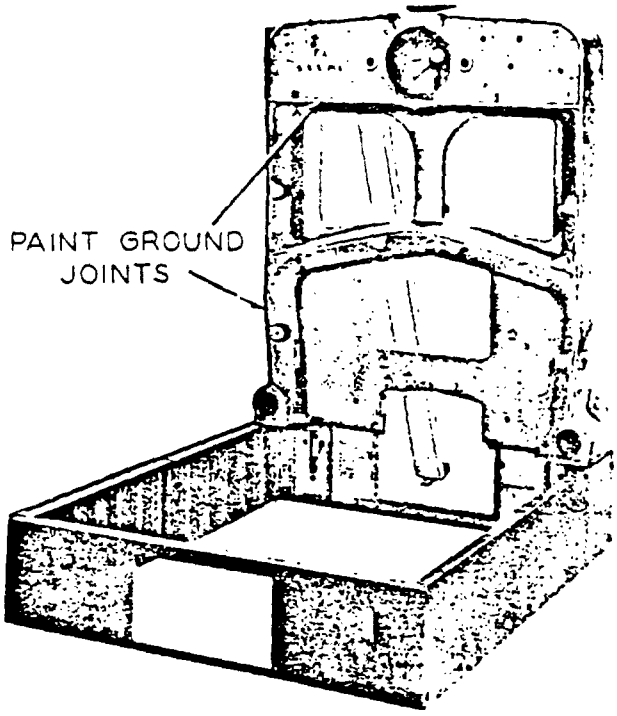

Fig. 1
Assemble the bolted side panels to the Front and Back base panels with the ribs inside. Use 1/2" x 1-1/2" bolts and tighten nuts only moderately. See that all corners are square and that bolted side panels are in proper alignment before tightening nuts on all bolts, then level base in final position with regard to chimney. See Fig. 1.
3. ASSEMBLY OF SECTIONS -- Center the front section on base and support with prop. Important! The two 3/8" tapped holes in the front section at either side of the clinker grate opening must be in line with the elongated holes in the front base panel. Clean nipples and nipple openings with Kerosene or gasoline and apply good lubricating oil. DO NOT USE PAINT OR RED LEAD. See Fig. 1.